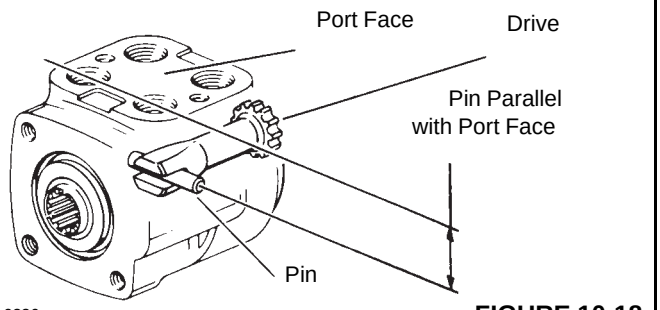
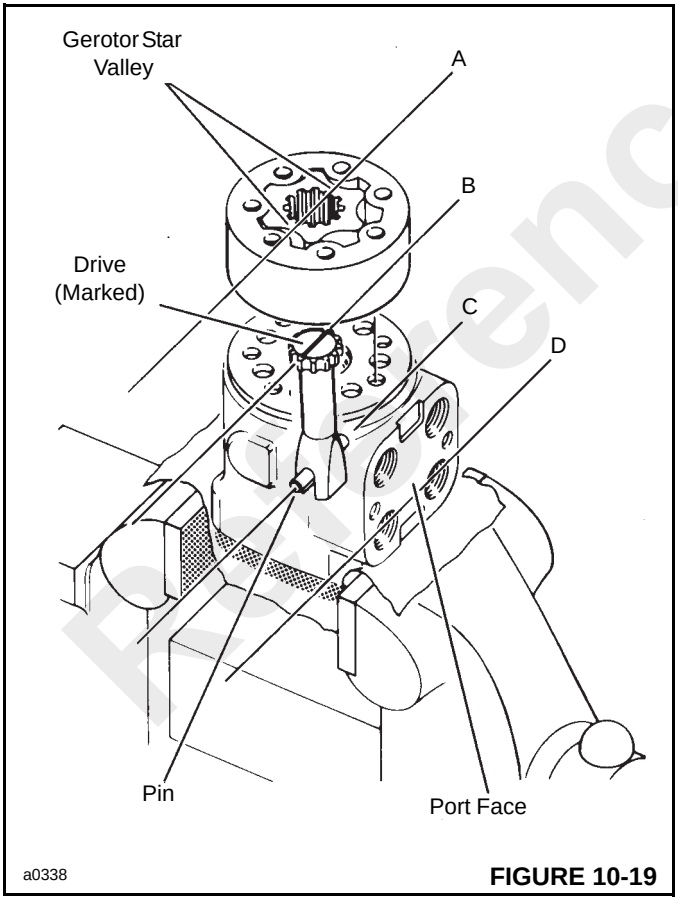

FIGURE 10-18
FIGURE 10-19
20. Rotate the spool and sleeve assembly until pin (11) is parallel with the port face (see Figure 10-18). Install drive (15, Figure 10-8), Make sure you engage the drive with pin (11). To ensure proper alignment, mark the drive as shown in Figure 10-19, Ref. B. Note relationship between the slotted end of the drive to the splined end of the drive when marking.
22. With seal side of the gerotor toward spacer plate (14), align star valleys (Figure 10-19, Ref. A) on drive (Ref. B). Note the parallel relationship of reference lines A, B, C and D. Align bolt holes without disengaging the gerotor from the drive.